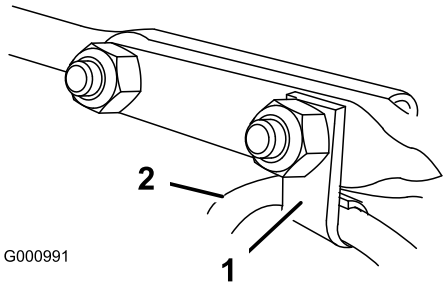

Figur 11
6. Montera kabelklämman som stödjer strålriktarkabeln på den främre vagnsbulten, och fäst vagnsbultarna med låsmuttrar från påsen med lösa delar (Figur 11).